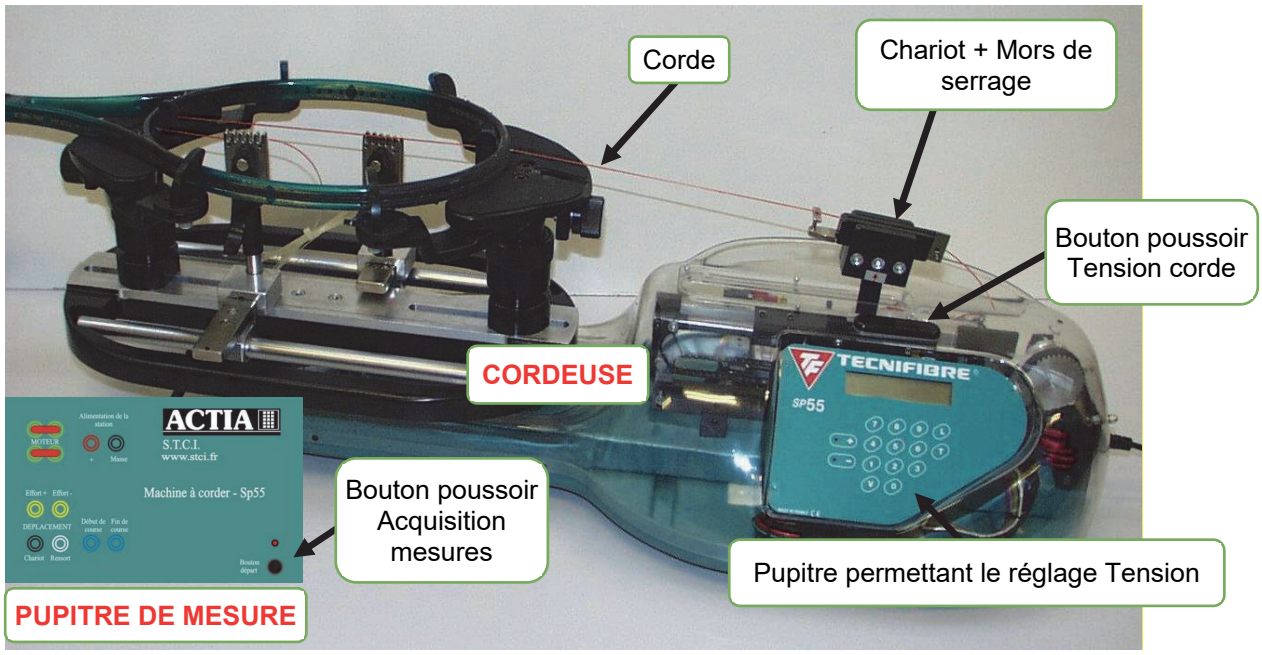

Figure 1 : système cordeuse SP55 et pupitre de mesure
- appuyer sur le bouton poussoir « acquisition mesures » du pupitre de mesure (voir Figure 1) jusqu'au départ du décompte de temps ;